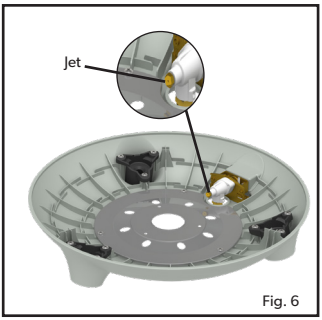

Fig. 6
- **To replace the jet:** Remove all loose surfaces as well as the utility tray and legs from the appliance. Turn the burner base over and remove the 3 screws from the bottom cover plate (fig.4) to seperate the burner base from the burner assembly (fig. 5). Disconnect the Piezo wire, taking care not to damage it and remove the burner assembly from the body of the burner base to expose the jet (fig. 6). The jet can now be removed using a suitable spanner. Do not use pliers as this can damage the jet, making it unusable or impossible to remove. Screw the new jet into the valve. Do not overtighten as this may damage the unit.